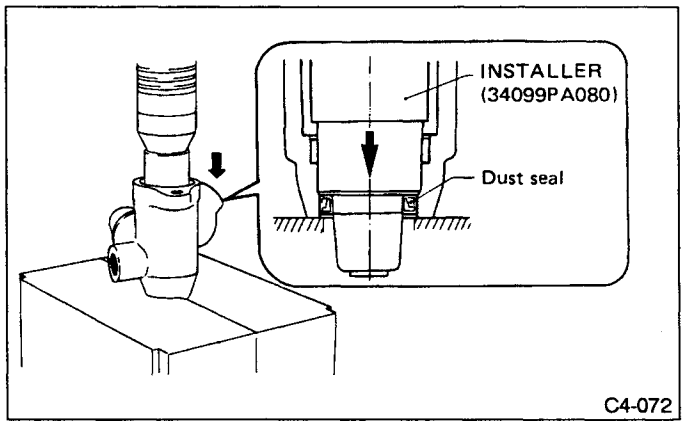

Fig. 126
(2) Using INSTALLER and press, install dust seal.
a. Face dust seal in the direction shown in Figure 126.